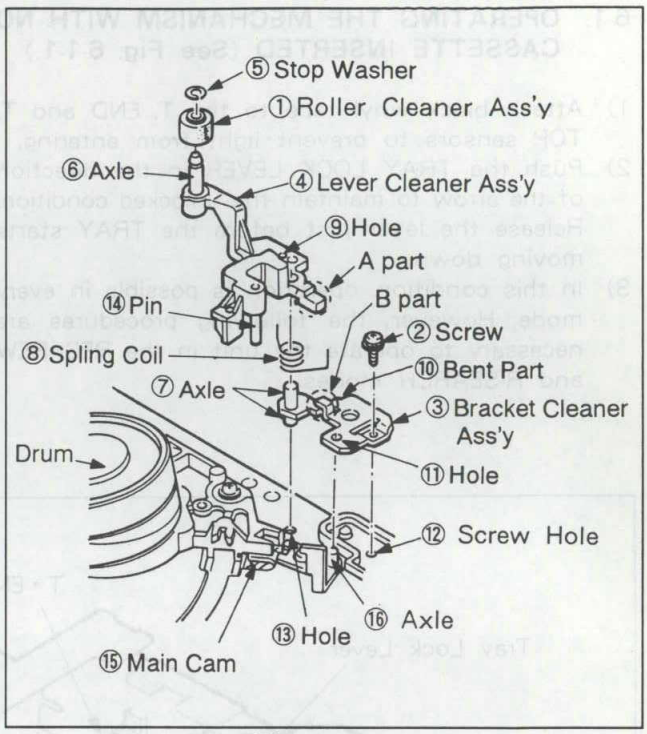
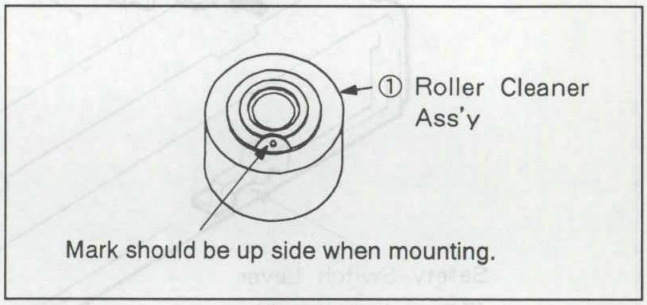
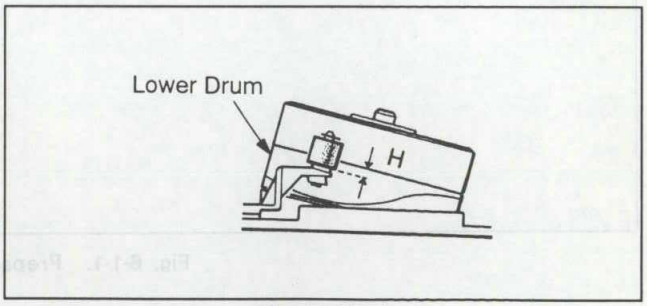

Fig. 5-13-1
Fig. 5-13-2
Fig. 5-13-3
5-13. AUTO HEAD CLEANER MECHANISM (See. Fig. 5-13-1 • Fig. 5-13-2 • Fig. 5-13-3)
1) Mount the ROLLER CLEANER ASS'Y ① and the stop washer ⑤ to the axle ⑥ of LEVER CLEANER ASS'Y.
Mount the ROLLER CLEANER ASS'Y ① so that the mark shown in Fig. 5-13-2 is up side. If the mark is down side, noise may occur.
2) Mount the SPRING COIL ⑧ and the LEVER CLEANER ASS'Y ④ to the axle ⑦ of BRACKET CLEANER ASS'Y. At this time, hook the SPRING COIL ⑧ to the hole ⑨ of the LEVER CLEANER ASS'Y and the bent part ⑩ of the BRACKET CLEANER ASS'Y. "A part" of the LEVER CLEANER ASS'Y should be under "B part" of the BRACKET CLEANER ASS'Y.
3) Fix the BRACKET CLEANER ASS'Y ③ on screw hole ⑫ by screw ②. Before fasten screw ②, insert hole ⑪ of the BRACKET CLEANER ASS'Y to axle ⑯, axle ⑦ to hole ⑬ to match positions. Pin ⑭ of the LEVER CLEANER ASS'Y should be run along the circumference of the MAIN CAM ⑮ not to be came off.
4) The upper side of the lower drum should be within approx. 2mm from the lower side of the ROLLER CLEANER ASS'Y as shown in Fig. 5-13-3.